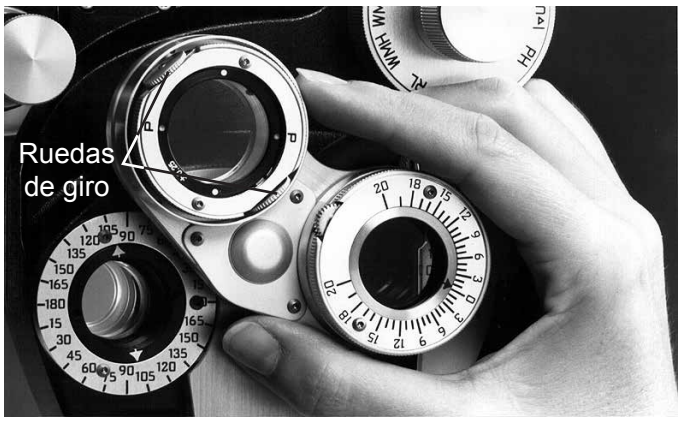

Figura JC-1 Rueda de giro
1. La unidad de cilindros cruzados está en la posición correcta para la comprobación del eje cuando el eje de la rueda de giro (asas) se corresponde con el eje del cilindro de corrección, y los puntos rojos y blancos están a 45° con respecto al eje del cilindro de corrección. Consulte la figura JC-1.